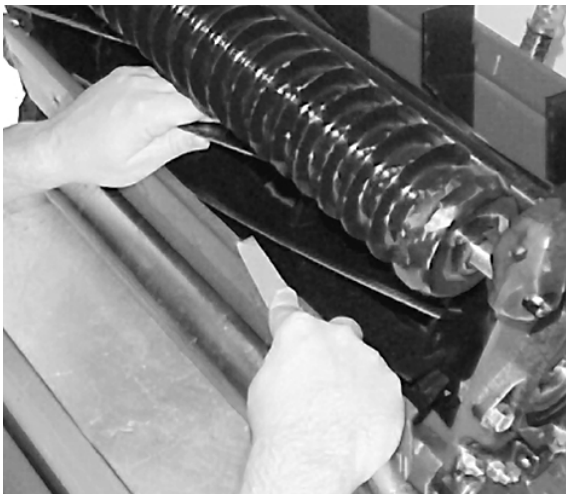

Afbeelding 16
N.B.: wanneer de maai-eenheden op adequate wijze worden gewet, ontstaat er een braam op de voorzijde van het mes. Verwijder deze braam voorzichtig met een vijl zonder de snijkant bot te maken (Afb.16).